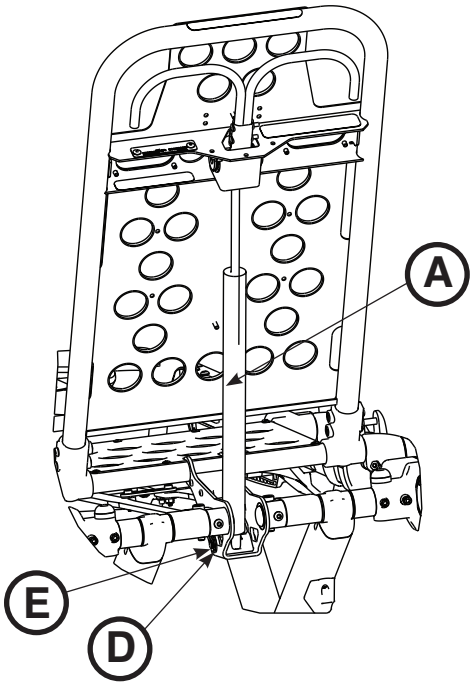

rys. 68
Uwaga: Przed przystąpieniem do procedury regulacji oparcia pleców upewnić się, że siłownik (A) jest całkowicie wkręcony w jarzmo (B) tak, że żadne zwoje gwintu nie są widoczne na trzonie siłownika. Jeśli zwoje gwintu są widoczne, należy odkręcić śrubę ustalającą (C) w środku jarzma za pomocą klucza imbusowego 3/32 cala. Za pomocą małego śrubokręta płaskiego zdjąć zacisk E i sworznie (D i E) mocujące dolną część siłownika pneumatycznego. Wkręcić trzon siłownika (A) do końca w jarzmo (B). Założyć z powrotem zacisk E i sworznie (D i E), a następnie założyć śrubę ustalającą (C) po nałożeniu środka Loctite® (rys. 68 i 69).